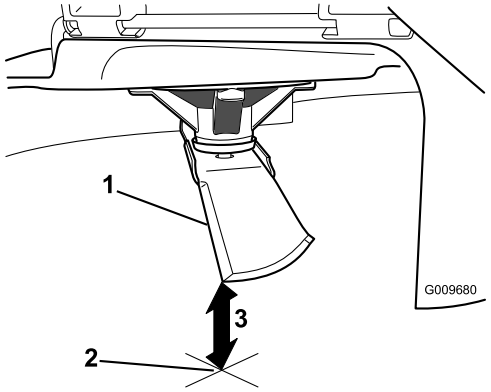

Figuur 51
5. Meet de afstand tussen het uiteinde van het mes en de vlakke ondergrond (Figuur 51).